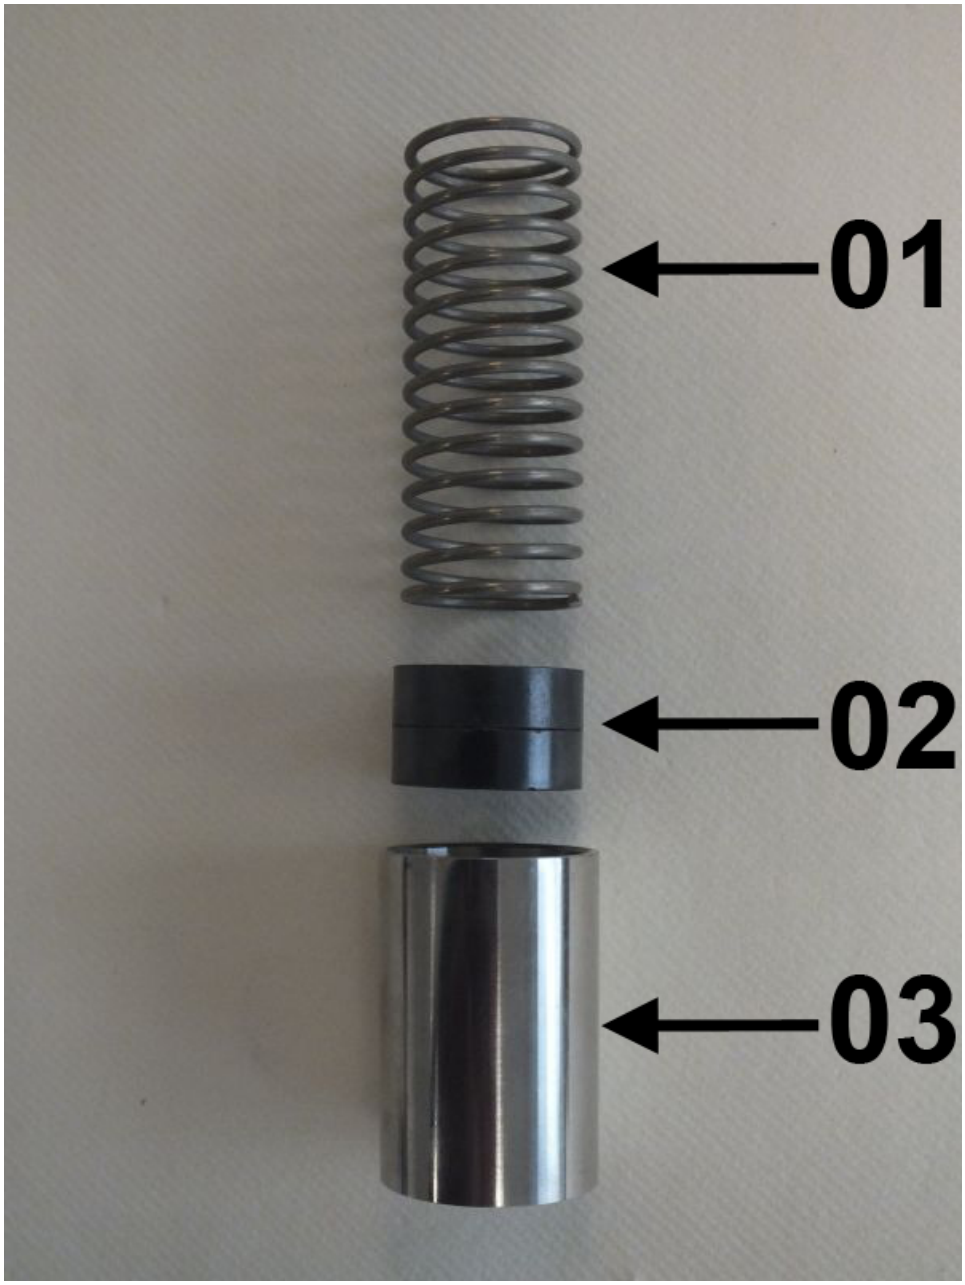

Fig. 59: Inner parts
8. Insert spring (*Fig. 59*/01) with magnets (*Fig. 59*/02) into the float (*Fig. 59*/03), ensuring proper magnetic pole orientation (north pole toward device outlet).